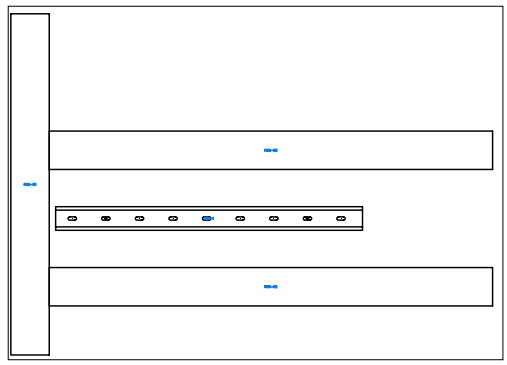

Figure P2-5 *DIN-1 DIN Rail inserted in the drawing*
35. Choose the **OK** button; the DIN-1 DIN Rail is inserted in the drawing, as shown in Figure P2-5.